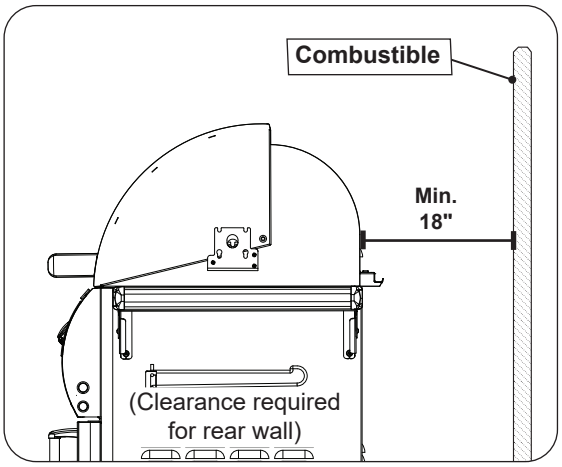

Fig. 12-3 Clearance **'C'** Diagram
- The unit must have a minimum clearance of 18" from the combustible rear wall (see Fig. 12-3).